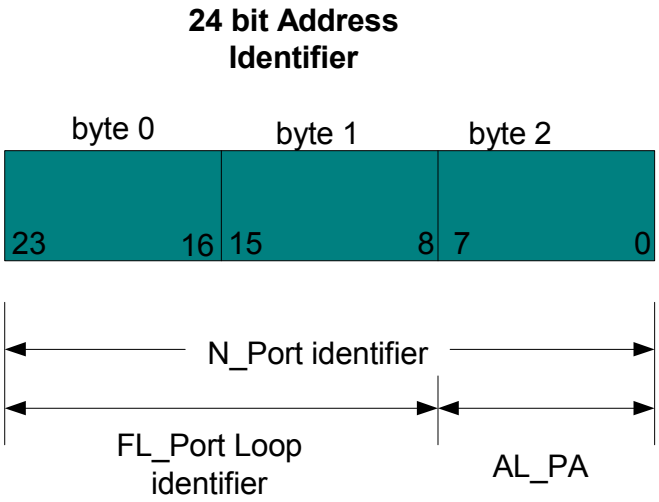

Figure 522 Loop addressing
Figure 522 shows the full 24-bit address defined by the Fibre Channel standard. Eight (8) bits used by the AL_PA. Bits 8 to 23 are used for the FL_port identifier and the full 24 bits are used by an N_Port in a fabric switch environment.